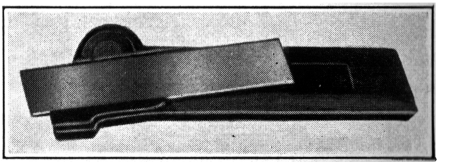
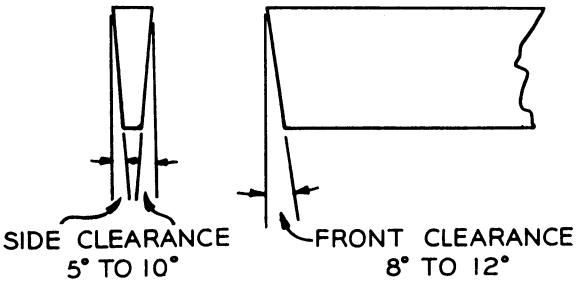

FIG. 187. Cut-off Tool.
FIG. 189. Clearance angles of cut-off tool.
Figures 187 and 188 show the tool recommended for most operations. This tool is
supplied ready - ground with correct top rake, front and side clearance, so that the front face cuts freely without binding (Fig. 189). The cutter blades are replaceable, and the holder is offset to permit cut-off operations close to the headstock spindle.
6. To resharpen the cut-off tool shown in Figure 187, grind the front edge only, allowing front clearance (see Fig. 189).